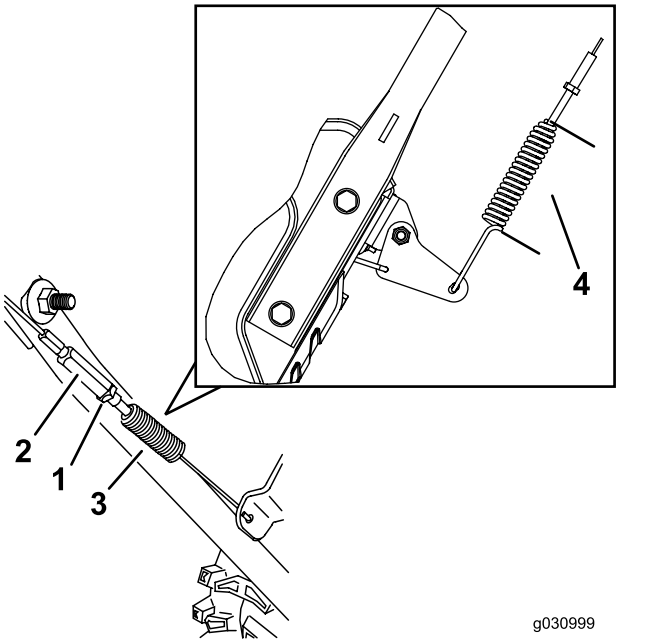

Figur 27
3. Løsn eller tilspænd spændemøtrikken for at justere fjederens længde til 5,5 cm som vist i Figur 27.
4. Tilspænd kontramøtrikken (Figur 27), og sørg for, at kablet strammes en anelse.